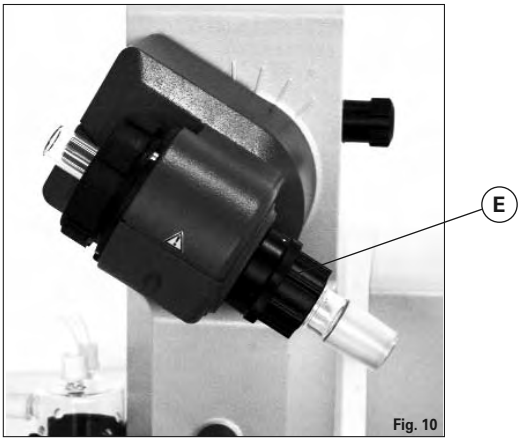

Fig. 10
☞ Verrouillez ensuite ce dispositif d'arrêt en tournant à 60° dans le sens des aiguilles d'une montre (Fig. 10).
L'écrou en plastique (E) sert d'aide au déblocage des joints rodés de ballon coincés (Fig. 10).